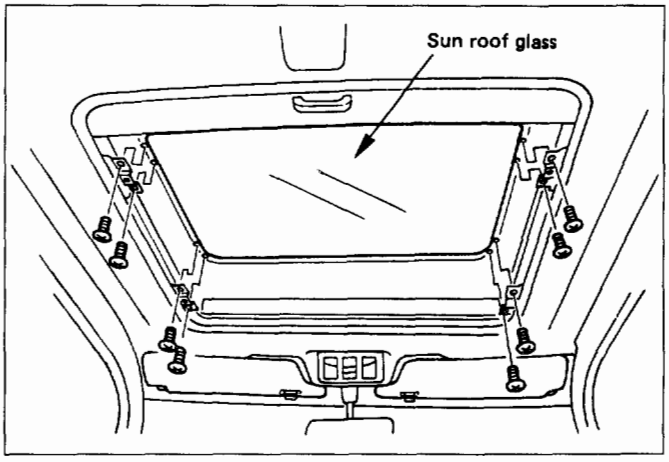

Fig. 10-237
- Remove the 8 fixing screws. (Fig. 10-237)